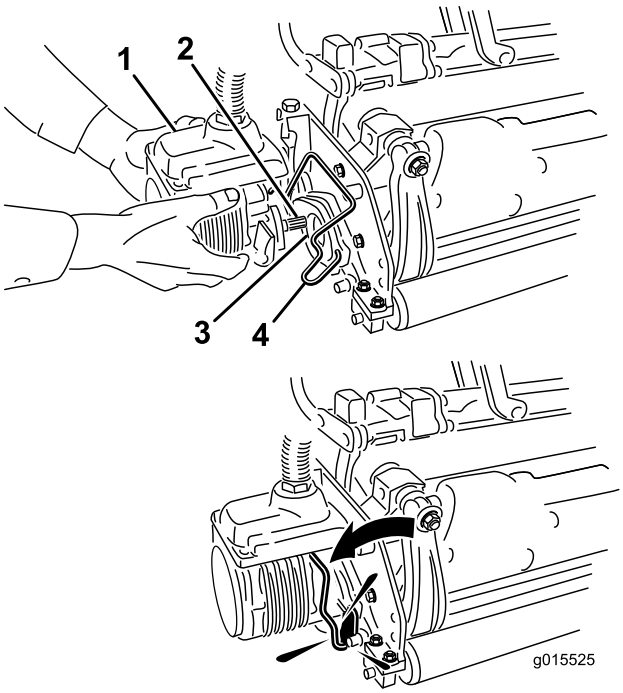

Figuur 14
11. Smeer schoon vet op de sleufas van de motor van het maaidek (Figuur 14).
12. Steek de motor in de linkerkant van het maaidek (gezien vanuit de bestuurdersstoel) en trek de motorbevestigingsstang op het maaidek in de richting van de motor totdat u aan beide kanten een klik hoort (Figuur 14).